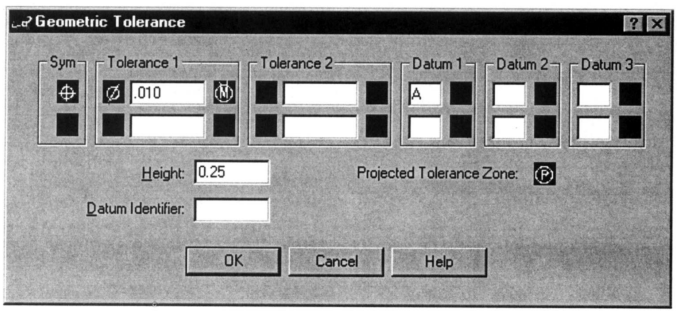

图9-15 Geometric Tolerance对话框
2) 在Geometric Tolerance对话框的第一列，输入用于第一个位置公差框所需的几何特性与基准参考（见图9-15)。
4) 一旦完成输入后，在Geometric Tolerance对话框中点击OK按钮，然后选择希望插入框的位置点。系统将建立两个框并自动将它们对齐，如图 9-15所示。